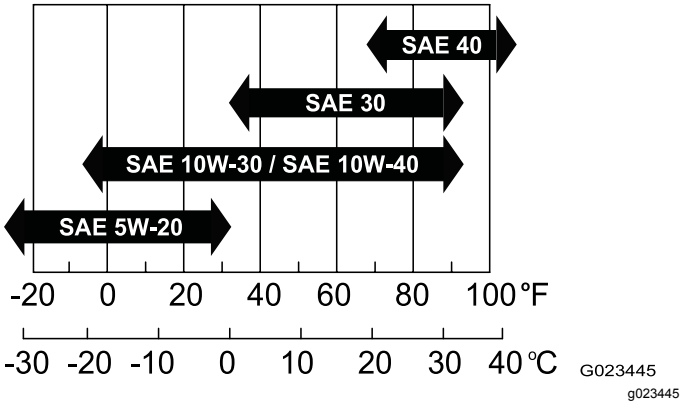

Figur 37
- **Viskositet:** SAE 30, se följande tabell för övriga viskositeter (Figur 37):